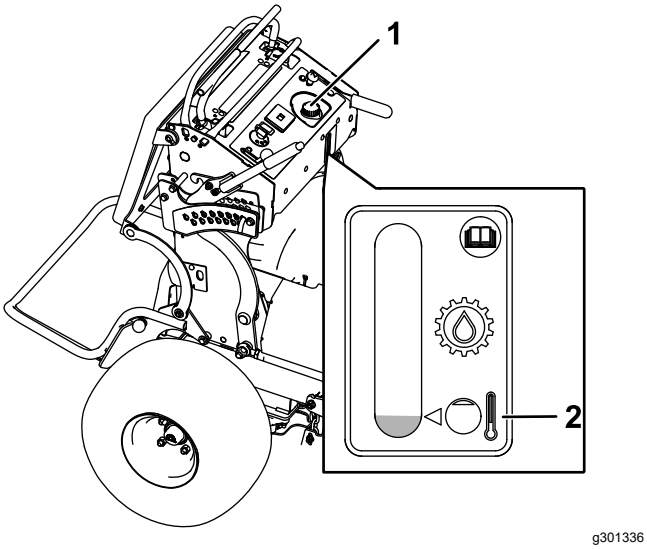

Figure 75
4. Nettoyez la surface autour du bouchon et du goulot de remplissage du réservoir hydraulique (Figure 75).
5. Enlevez le bouchon du goulot de remplissage (Figure 75).